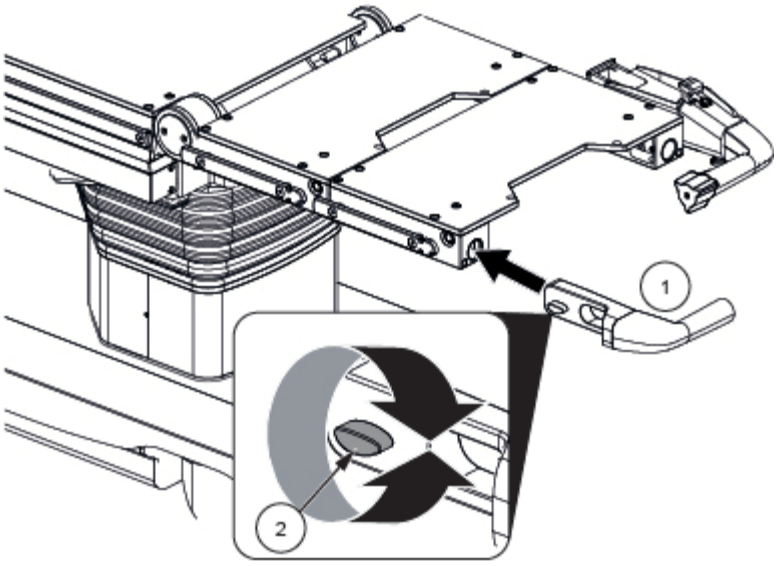

Abbildung 6-3. Installieren des Zubehörgriffs
1. Schieben Sie den Zubehörgriff (1) bis zum Anschlag in die Schiene und achten Sie darauf, dass die Flügelschraube (2) lose bleibt. Siehe *Abbildung 6-3*.
2. Ziehen Sie die Flügelschraube (2) fest. Ziehen Sie am Zubehörgriff, um zu prüfen, ob er fest sitzt. Siehe *Abbildung 6-3*.